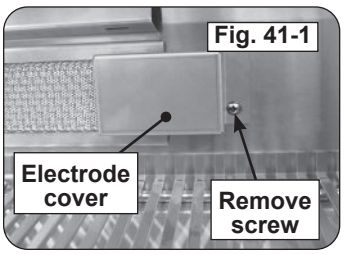

Fig. 41-1
3. Remove the electrode cover by first removing the screw, sliding the cover to the right, then outward. See Fig. 41-1.